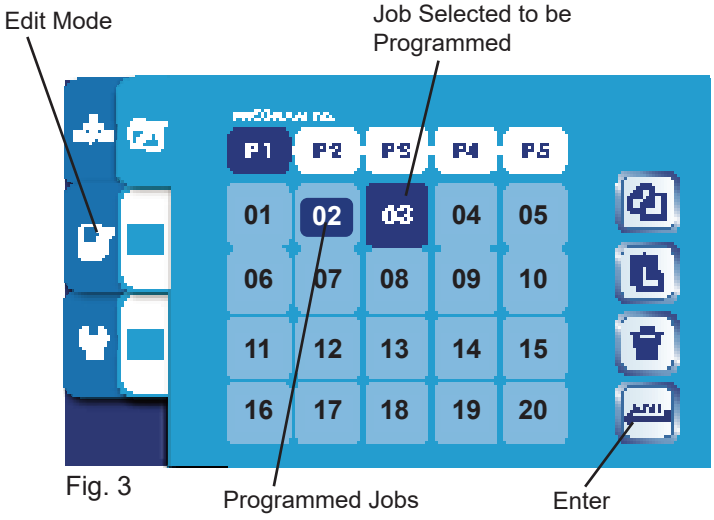

Fig. 3
1. Press the Edit Mode icon button on the touchscreen to enter the programming mode (Fig. 3). Select a Job Number by pressing that block on the screen. Then press Enter. **NOTE:** Jobs already programmed are in black.
1. Go to the Edit mode (Fig. 3) and select a job to be programmed.
1. Go to Edit mode (Fig. 3) and select a job to be programmed.